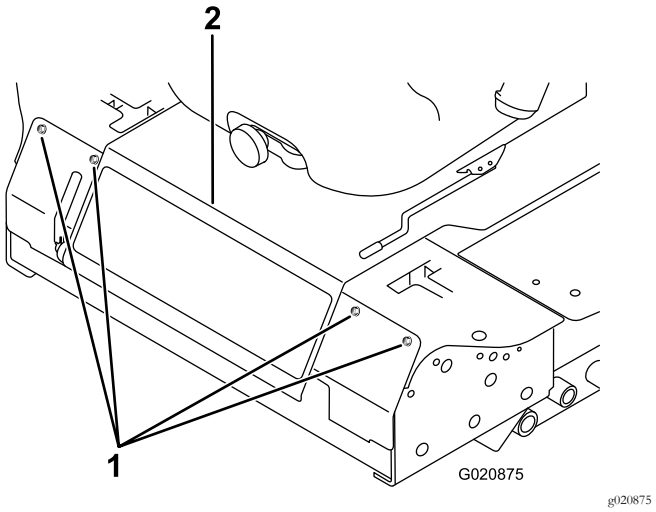

Figur 48
2. Fjern boltene som fester frontpanelet og fjern panelet (Figur 48).